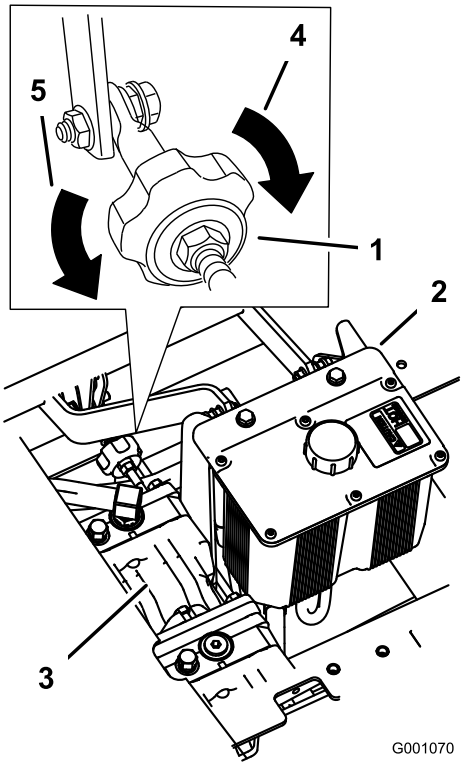

Figuur 42
4. Als de machine naar links trekt, draait u de knop naar de rechterkant van de machine. Zie Figuur 42.
5. Als de machine naar rechts trekt, draait u de knop naar de linkerkant van de machine. Zie Figuur 42.